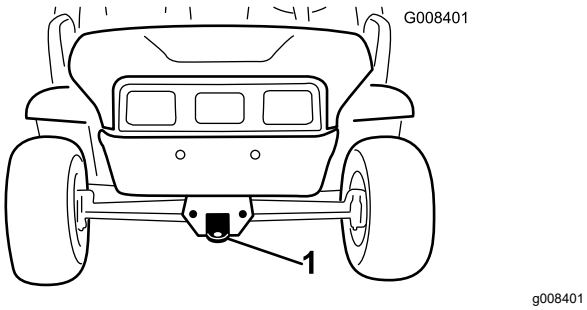
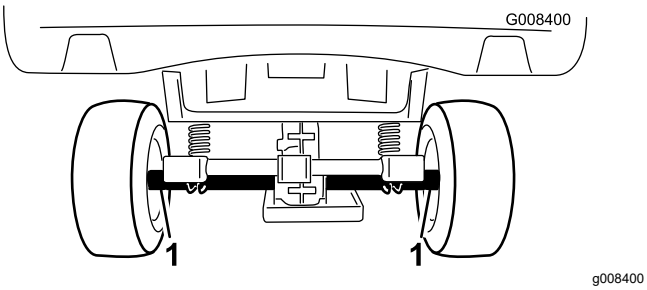

Figur 18
Figur 19
Bruk en tilhenger med brede ramper for å flytte maskinen store avstander. Sørg for at du fester maskinen til tilhengeren. Se Figur 18 og Figur 19 for informasjon om festepunktene på maskinen.
2. Fest et tau til koblingen på frontrammen (Figur 18).